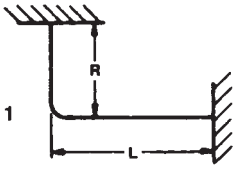

Fig. 1
Normally, piping systems are designed with sufficient directional changes, which provide inherent flexibility, to compensate for expansion and contraction. To determine if adequate flexibility exists in leg (R) (see Fig. 1) to accommodate the expected expansion and contraction in the adjacent leg (L) use the following formula: